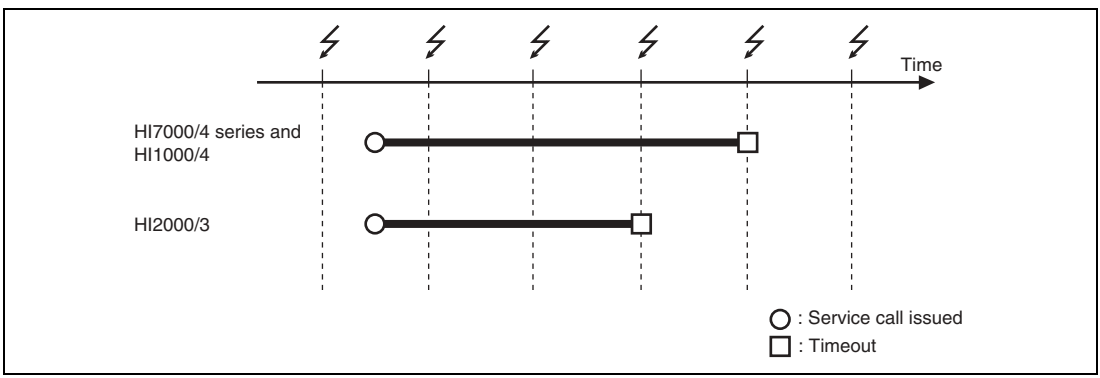

Figure 1.73 Overview of tslp_tsk(3) Processing
Figure 1.73 shows an example of processing when tslp_tsk(3) is executed with the hardware timer cycle specified as 1 ms (CFG_TICNUME = 1 and CFG_TICDENO = 1).